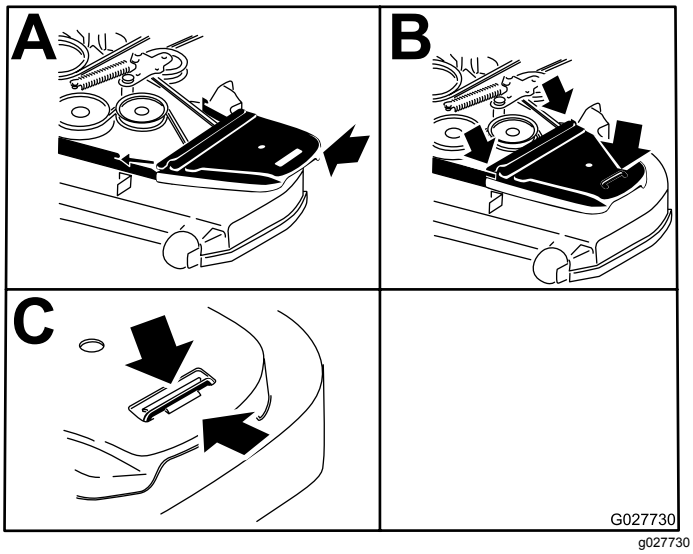

Figur 85
14. Monter remdekslene (Figur 85).